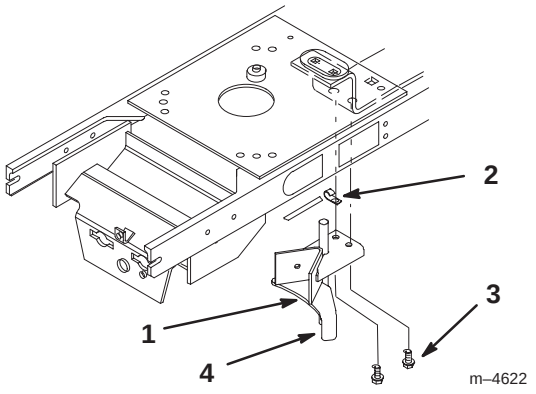

Abbildung 9
16. Die Schrauben entfernen, mit denen der obere Anschlag am Traktorrahmen befestigt ist (Abb. 9).
17. Die J-Klemme, mit der der Ablaßschlauch befestigt ist, gegen den Rahmen halten und mit den zuvor entfernten Befestigungselementen einen neuen langen oberen Anschlag am Rahmen anbringen (Abb. 9).